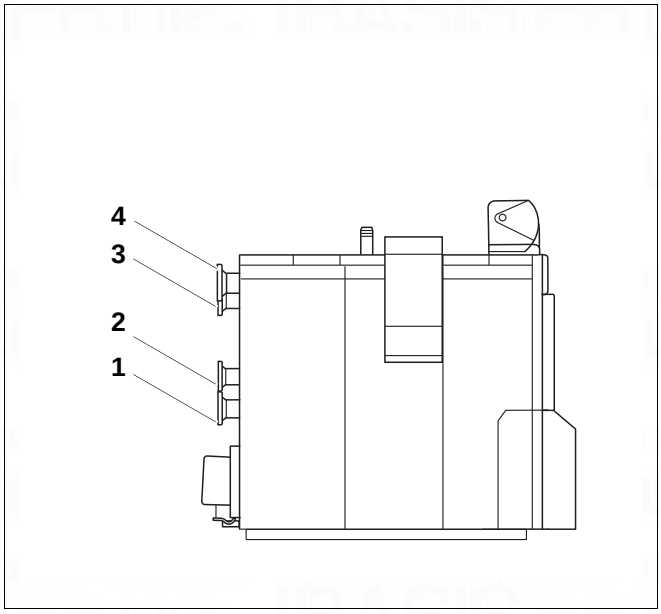

Fig. 24 Logano plus SB735 Gas boiler
- Connect the heating system flow to the boiler flow connection (Fig. 24, [4]).
- Never connect a DHW cylinder or other heating circuit to the flow safety line (Fig. 24, [3], page 30).